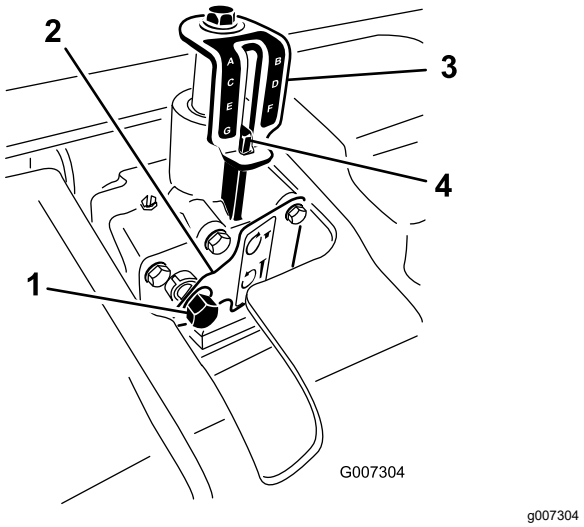

Figuur 24
3. Breng een ratelsleutel van 9/16" aan op de ingaande as van de diepteregelaar (Figuur 24).
5. Draai de diepteregelaar rechtsom om minder diep te beluchten, of linksom om dieper te beluchten. (Figuur 24).
6. Draai de ingaande as van de diepteregelaar tot u de gewenste diepte bereikt zoals aangegeven op de sticker van de diepteregelaar (Figuur 24).